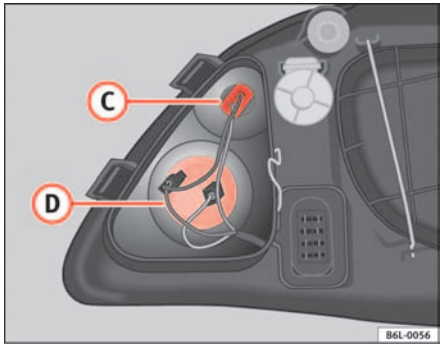

Fig. 145 Side lights
– Pull on the cables to release the lamp holder from the casing (C) ⇒ fig. 145.